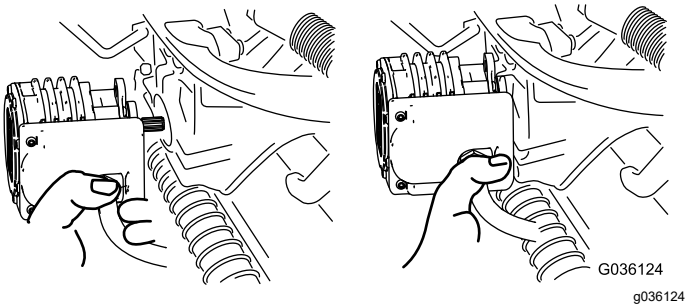

Figuur 57
4. Zet de motor in de opbergruimte op de voorkant van de ophangarm (Figuur 57).